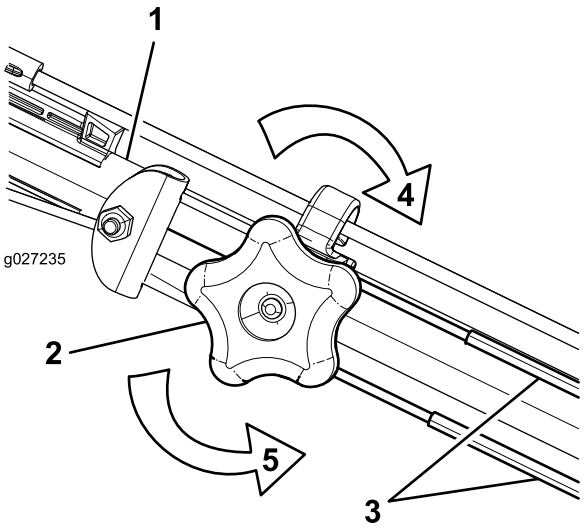

Rysunek 36
1. Obróć pokrętło regulacyjne w kierunku przeciwnym do ruchu wskazówek zegara, aby poluzować mocowanie linki (Rysunek 36).
2. Wyreguluj naprężenie linek (Rysunek 36), ciągnąc je do tyłu lub popychając do przodu, a następnie przytrzymując w tym położeniu.